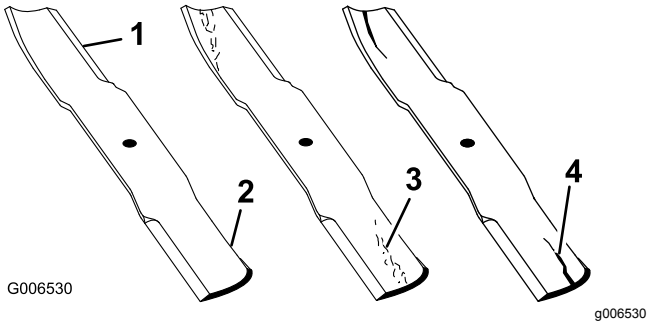

Figure 51
1. Examinez le tranchant des lames (Figure 51).
4. Remplacez immédiatement toute lame fendue, usée ou qui présente une entaille sur cette partie (Figure 51).